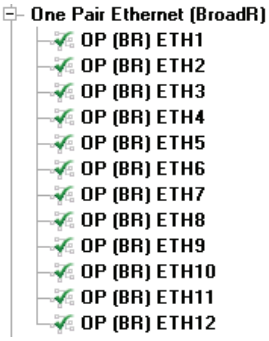

Figure 66: neoVI Explorer車載イーサネットパラメーターの設定項目表示。
この章ではneoVI Explorer に依るRAD-Galaxyの100BASE-T1 (BroadR-Reach) イーサネット通信の各種パラメーターの設定について説明します。通信全体に関わる設定は、*One Pair Ethernet (BroadR)* 項目の中で行います。12チャネルそれぞれの独自設定については、*OP (BR) ETHxx* (xxは1から12までの数値)項目の中で設定します。設定項目全体の表示を図66に示します。